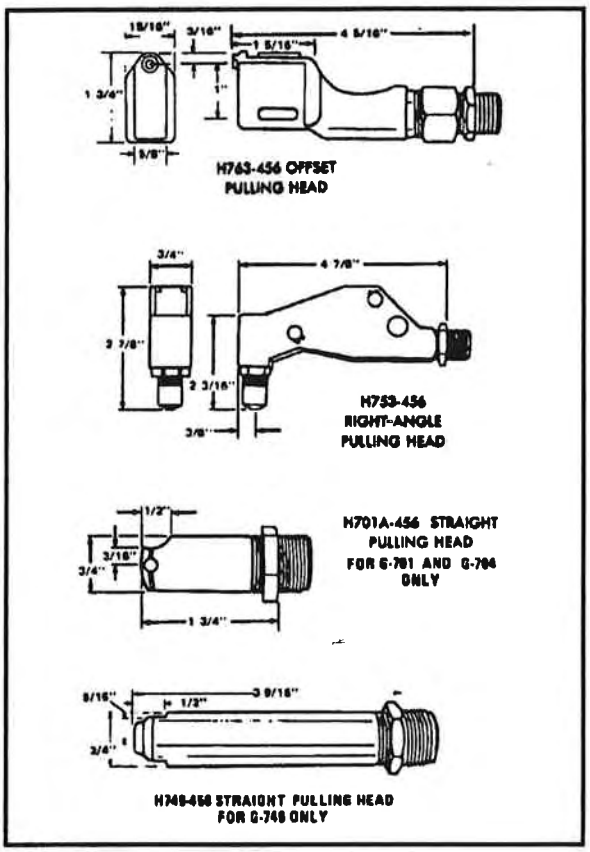

Figure 6-36. Pulling heads (CherryMAX rivets)
Pulling heads are not furnished with the G-749; they must be ordered separately. The heads shown in Figure 6-36 will fit directly on this tool.
Any of the four pulling heads shown in Figure 6-36 will install all 1/8-, 5/32-, and 3/16-inch-diameter CherryMAX rivets in all materials, head styles, and grip lengths. Their overall reach can be extended by using one of the 704A12 extensions identified below in discussion of extensions.
704A12 extensions (C) help reach many restricted installation areas by increasing the overall length of the pulling head. They fit directly on the G-701, G-704, or G-749 CherryMAX riveter and will accept any of the CherryMAX pulling heads shown in Figure 6-36 above. Four extension lengths are offered: